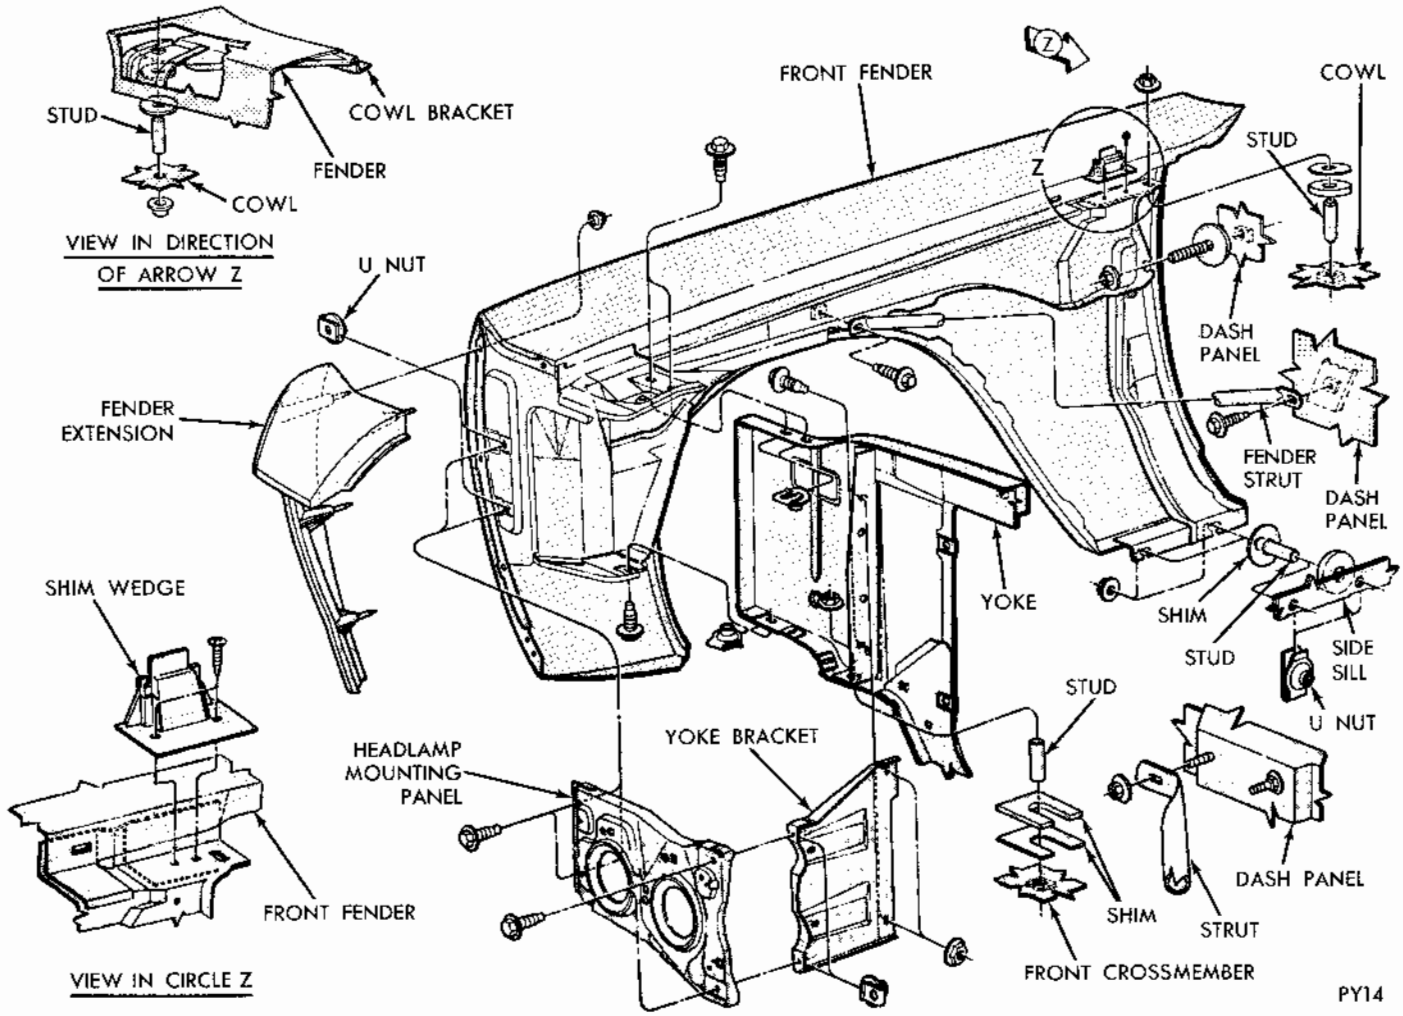

Fig. 6 - Fender Attachment
(1) Disconnect battery ground strap.
(2) Tape leading edge of front door and cowl to fender area to avoid damaging paint.
(3) Remove front bumper assembly.
(4) Disconnect head lamp wires and remove grille extension to fender nuts.
(5) Remove fender to cowl, side sill, wheelhouse and radiator yoke nuts and screws (Fig. 6).
(6) Remove fender assembly and if necessary, mouldings, ornamentation and headlamp assemblies.